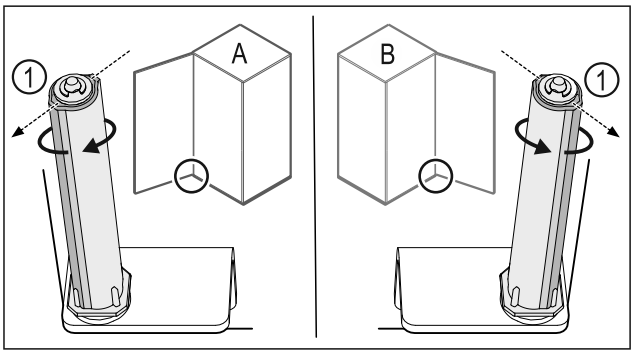

*Fig. 35 Opritorul din stânga (**A**) / opritorul din dreapta (**B**)*
- ▶ Rotiți sistemul de închidere până la rezistență, până când pragul sistemului de închidere *Fig. 35 (1)* este orientat spre exterior.